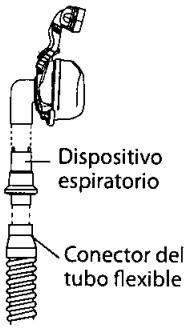

**FIGURA 3-4 CONEXIÓN DE UNA MASCARILLA CON DISPOSITIVO DE ESPIRACIÓN INDEPENDIENTE**
b. Si utiliza una mascarilla con un dispositivo espiratorio independiente, conecte el extremo libre del tubo flexible al dispositivo espiratorio como se muestra en la Figura 3-4. Coloque el dispositivo espiratorio de forma que el aire expulsado no se dirija a su cara. Acople el conector de la mascarilla al dispositivo espiratorio.